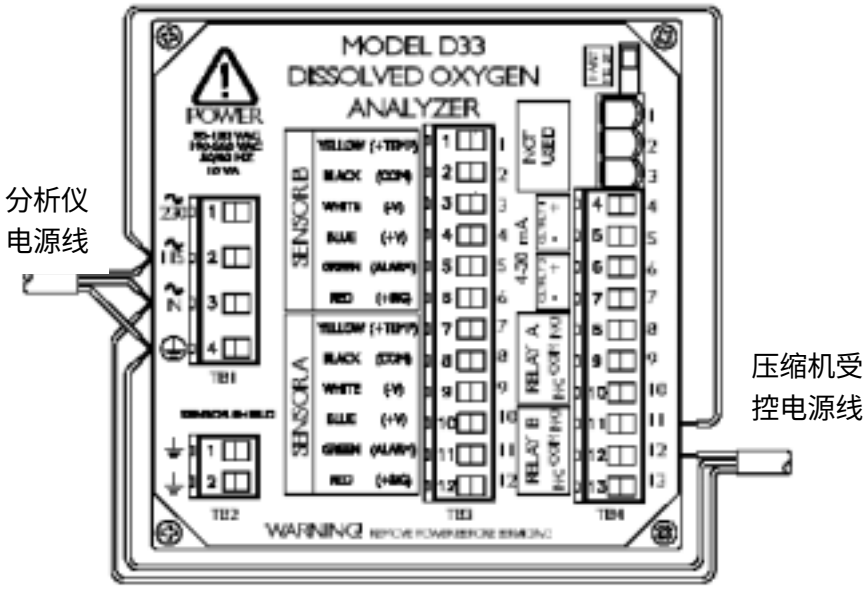

**图 2-10　D33 分析仪与空气压缩机的接线**
时器）”继电器。）参见图 2-10 了解关于连接的详情。
***注意：**出于示例目的，图 2-10 显示了继电器 B 为“TIMER（定时器）”继电器。当使用不同的继电器时，要以相同的方式连接所有的接线端。*